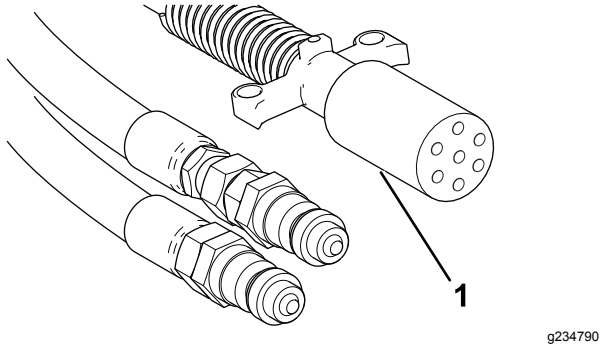

**Rysunek 21**
8. Podłącz 7-stykowy spiralny przewód zasilający do gniazda maszyny i pojazdu holowniczego (Rysunek 21).